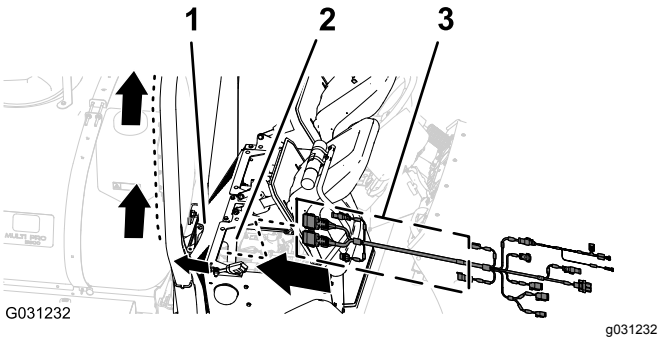

**Figur 157**
1. Før 390 cm afgreningen af dataledningsnettet til højre side af motorrummet (ved siden af luftfiltret til motoren) og bagud under den nederste højre del af det bageste motorskjold (Figur 157).